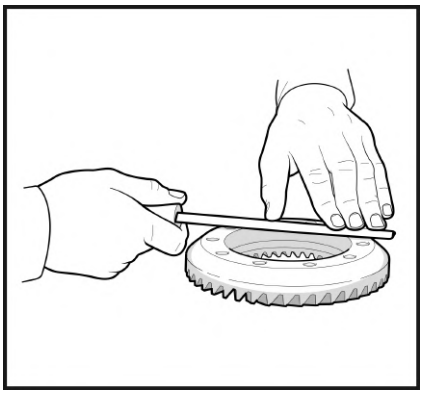

Рис. 9
2.3 Обработайте с помощью напильника посадочную поверхность ведомой шестерни и корпуса блокировки, чтобы удалить выступы и забоины вокруг отверстий и резьбы. (**Рис. 9**)